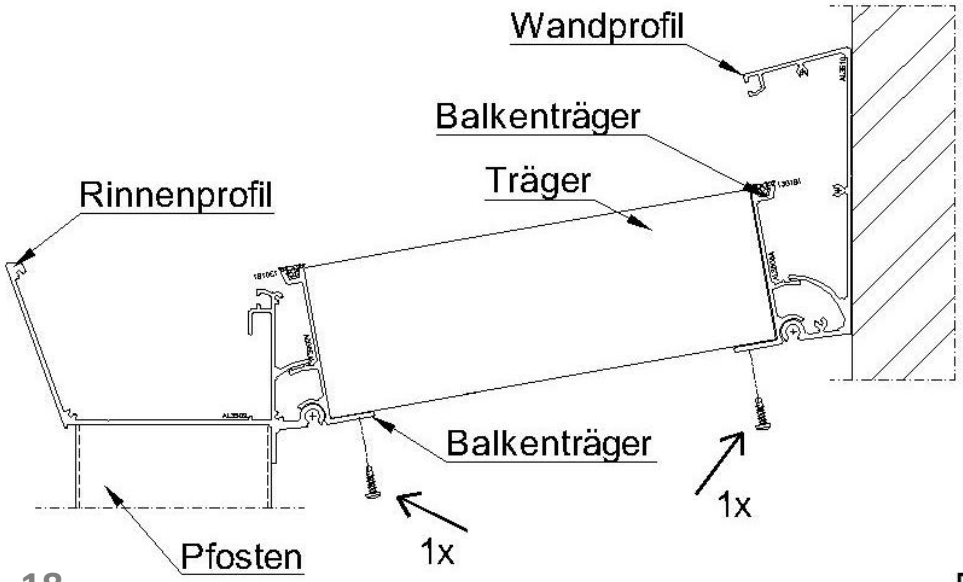

Abb. 18
3.11 Legen Sie jetzt einen Sparren an einer Außenseite in das obere und untere Kippprofil. Bohren Sie von unten ein Loch durch das Kippprofil und Sparren vor (4 mm Bohrer). Schrauben Sie anschließend eine Torxschraube unten durch das Kippprofil und Sparren an beiden Seiten. Siehe Abb.: 18
4.3 Schrauben Sie die Träger an der Rinnen- und Mauerseite am Kippprofil mit einer Torxschraube fest (Bitte mit 4 mm Bohrer vorbohren). Abb.: 18